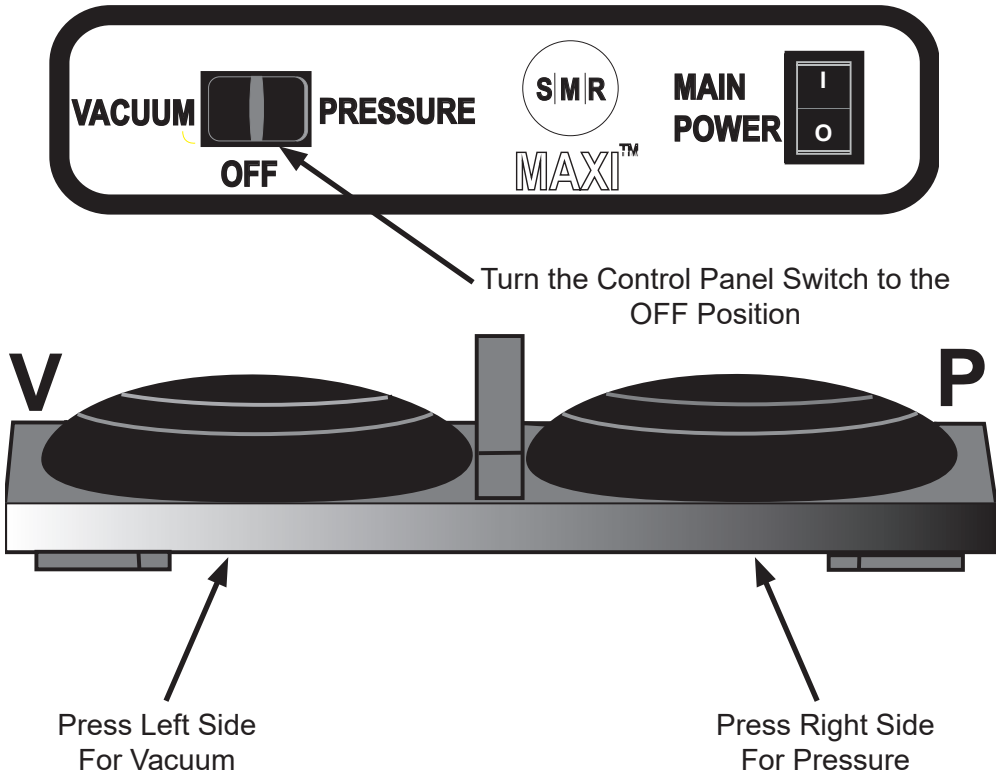

Figure 4-9. Optional S 7401355 Suction / Pressure Foot Switch Operation
1. Selecting "VACUUM" on the control panel and pressing the rocker-style switch to the left. **See Figure 4-9.**
2. Pressing down on the left side of the (optional) pneumatic foot switch. **See Figure 4-9**
2. Pressing down on the right side of the (optional) foot switch. **See Figure 4-9**